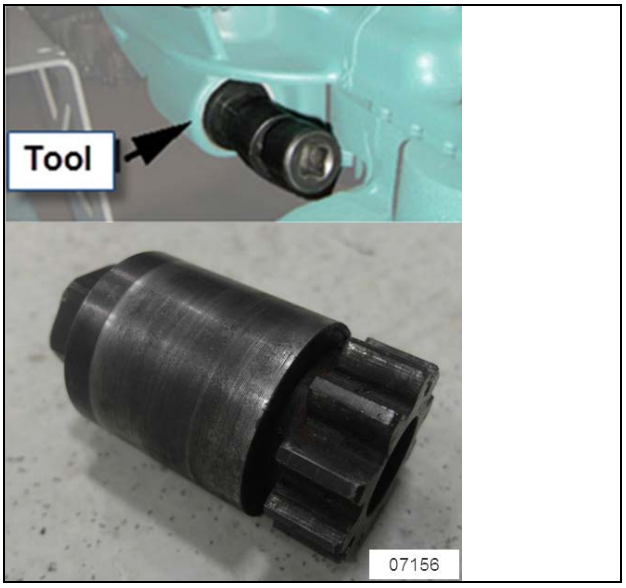

**FIGURE 10: VOLVO ENGINE TURNING TOOL #88800014**
3. With the engine starter removed, use Volvo engine turning tool #88800014 (Figure 10) to align one of the 12 attaching screw holes in the flex plate with the engine starter access opening. If you do not have the Volvo tool, place a wrench on the crankshaft pulley attaching screw to turn it and therefore turn the flex plate.
12. Remove the headless guide bolt from the flex plate adapter through the engine starter access opening. Replace it with a self-locking screw, finger-tighten then start the remaining screws. Use Volvo engine turning tool #88800014 (Figure 10) to align holes. If you do not have the Volvo tool, place a wrench on the crankshaft pulley attaching screw to turn it and therefore turn the flex plate.